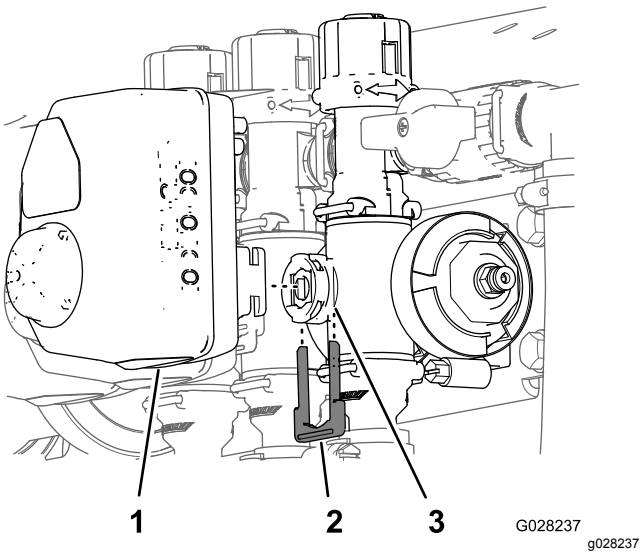

Figur 66
3. Fjern holderen som fester aktuatoren til manifoldventilen for mengderegulator, risting, hovedseksjon, eller seksjonsventil (Figur 66).